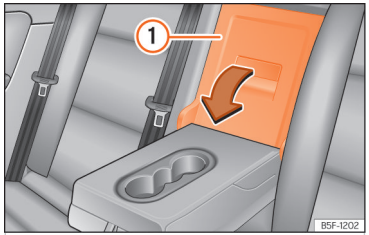

**Fig. 194** On the rear seat backrest: opening the tailboard.
- Pull the release lever in the direction of the arrow and push the tailboard cover ››› Fig. 194 (1) down and forwards.